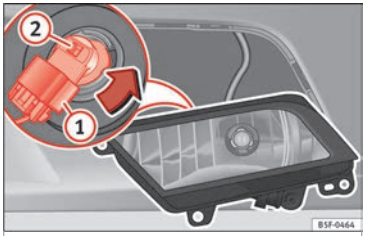

Fig. 192 Front fog light.
– Remove connector ››› **Fig. 192** (1) from the bulb.
– Turn the bulb holder ››› **Fig. 192** (2) to the left and pull.